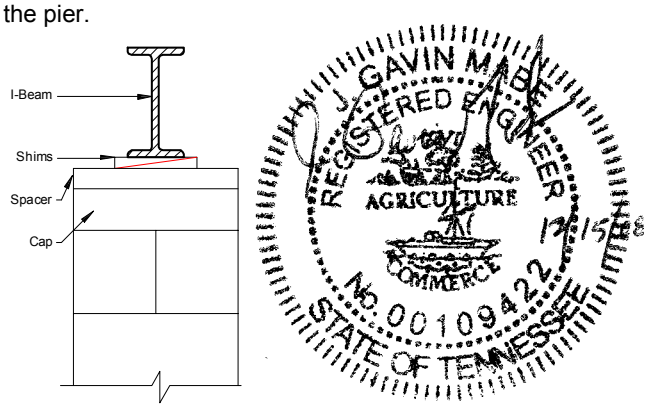

Figure 17. *Correct shim placement*
4. **Install shims.** Use shims to level the home and fill any gaps between the base of the I-beam and the top of the pier cap. Always use shims in pairs (**Figure 17**). Drive them in tightly so they do not occupy more than one inch of vertical space. When the space to be shimmed is greater than one inch and less than the minimum thickness of available caps or concrete blocks, use hardwood dimensional lumber (two inches maximum thickness) or 4" thick concrete block. For split caps, install shims and dimensional lumber/blocks over each individual cap. Two cap blocks may be used as the cap on double block piers provided the joint between the cap blocks is perpendicular to the joint between the open cell concrete blocks and is also perpendicular to the I-beam supported by the pier.